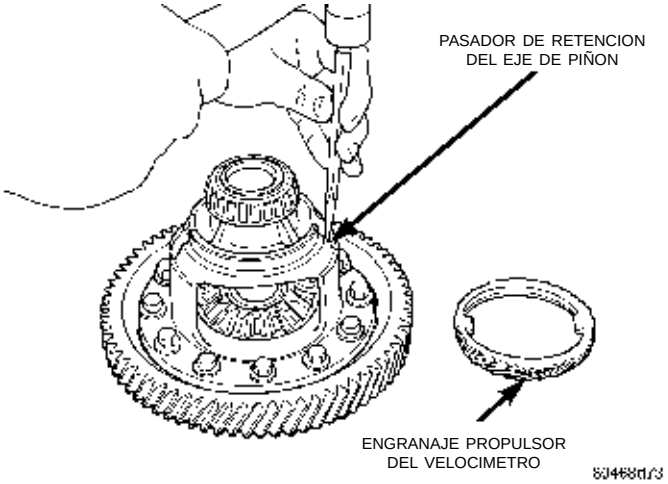
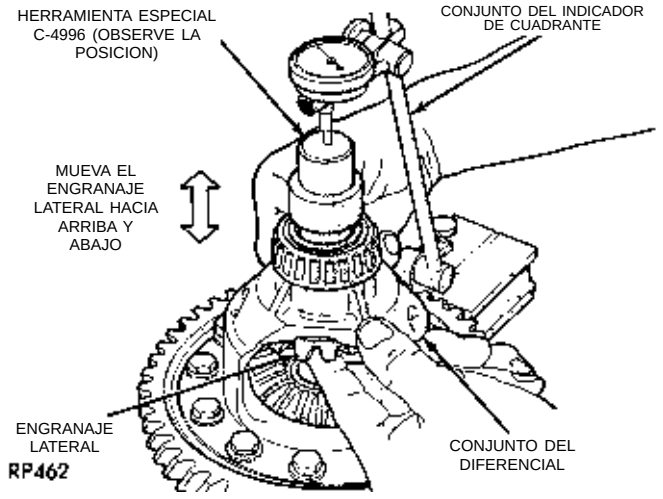
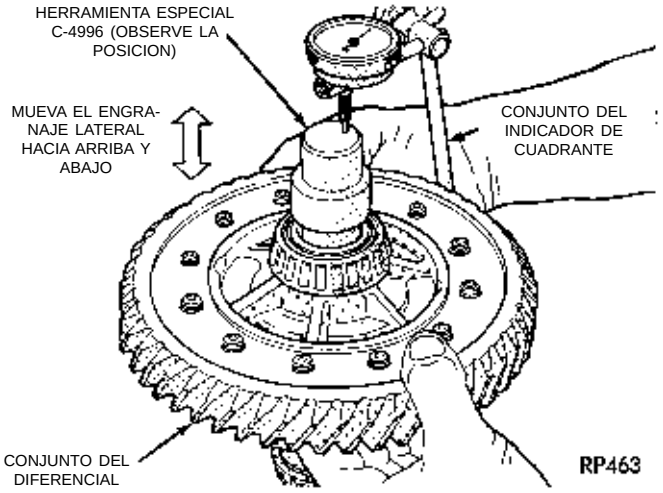

Fig. 114 Encaje del pasador de retención
Fig. 115 Verificación del juego longitudinal del engranaje lateral (Característico)
Fig. 116 Verificación del juego longitudinal del engranaje lateral (Característico)
(3) Encaje el pasador de retencion del eje de piñón empleando un cincel apropiado (Fig. 114).
(4) Gire el conjunto dos vueltas completas tanto hacia la derecha como hacia la izquierda.
(5) Instale el indicador de cuadrante como se muestra en la figura y registre el juego longitudinal (Fig. 115) (Fig. 116). Gire el engranaje lateral 90 grados y registre otra vez el juego longitudinal. Gire